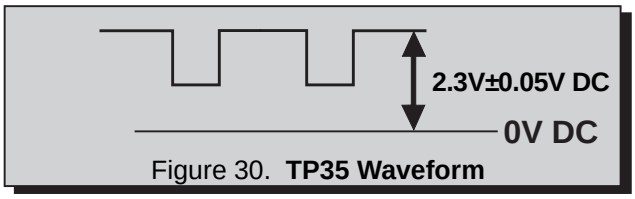

Figure 30. **TP35 Waveform**
4. Observe oscilloscope waveform and adjust serviceman mode “**BRIGHT”** DAC until **2.3V ±0.05V** above DC ground is measured (See Fig. 30)